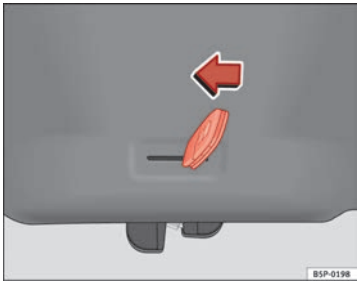

Fig. 66 Portellone posteriore: apertura d'emergenza
– Inserire l'ingegno della chiave nella fessura e sbloccare il dispositivo di chiusura girando la chiave da destra verso sinistra, come indicato dalla freccia ⇒ fig. 66.